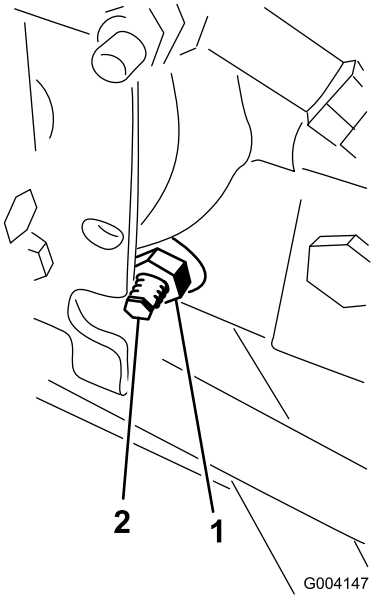

**Figur 64**
3. Løsn låsemøtrikken på traktionsjusteringsknasten til højre for hydrostaten (Figur 64).